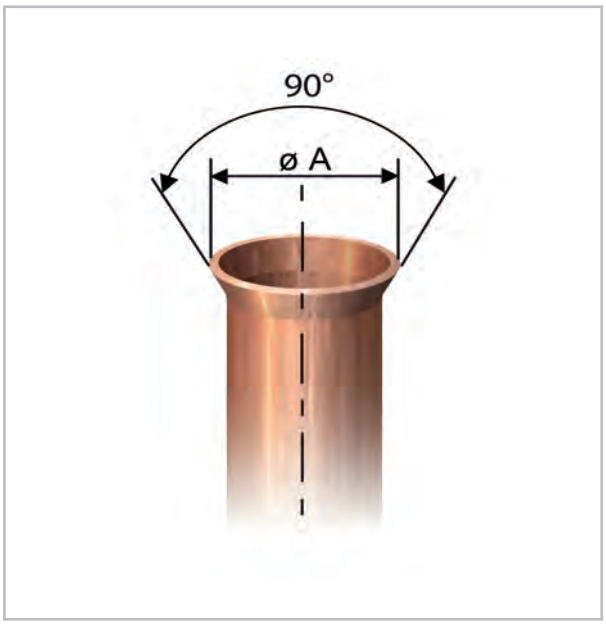

Abb. 36: Korrekte Bördelform
9. Überprüfen Sie, ob der Bördel eine korrekte Form aufweist (Abb. 36).